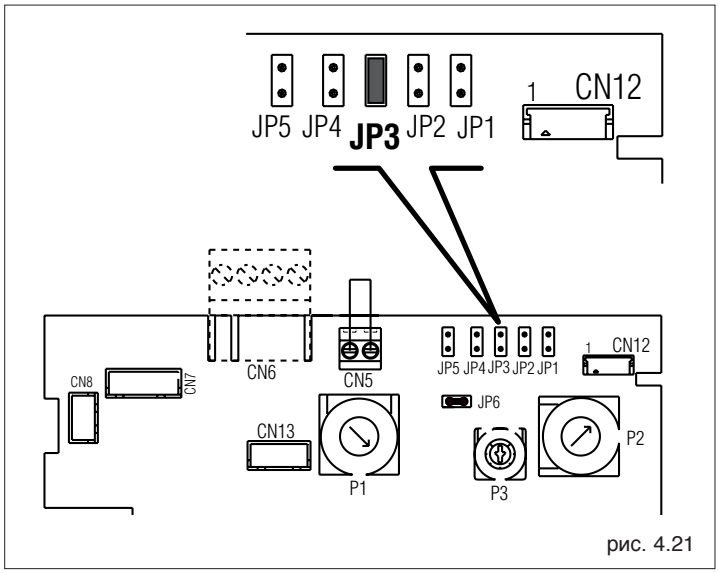

рис. 4.21
- Открыть плату котла (см. главу "Электрическое подключение") и установить перемычку JP3 (рис. 4.21)